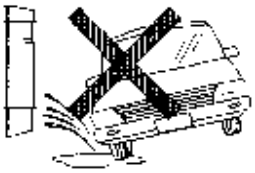

Figura 4 - Esempio di Installazione in cui é raccomandato l'uso del coperchio modello PC-4
- In caso di montaggio su palo utilizzare il coperchio modello PC-4 per proteggere le apparecchiature da eventuali spruzzi o schizzi d'acqua (Figura 4)